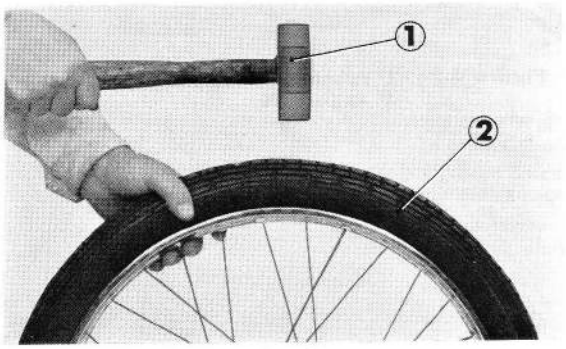

**Figure 4-6 : ① maillet ② pneu**
a) **Après montage du pneu et de la chambre, gonfler à environ 0,5 kg, et frapper tout autour avec un maillet en bois pour éviter le pincement de la chambre (figure 4-6).**